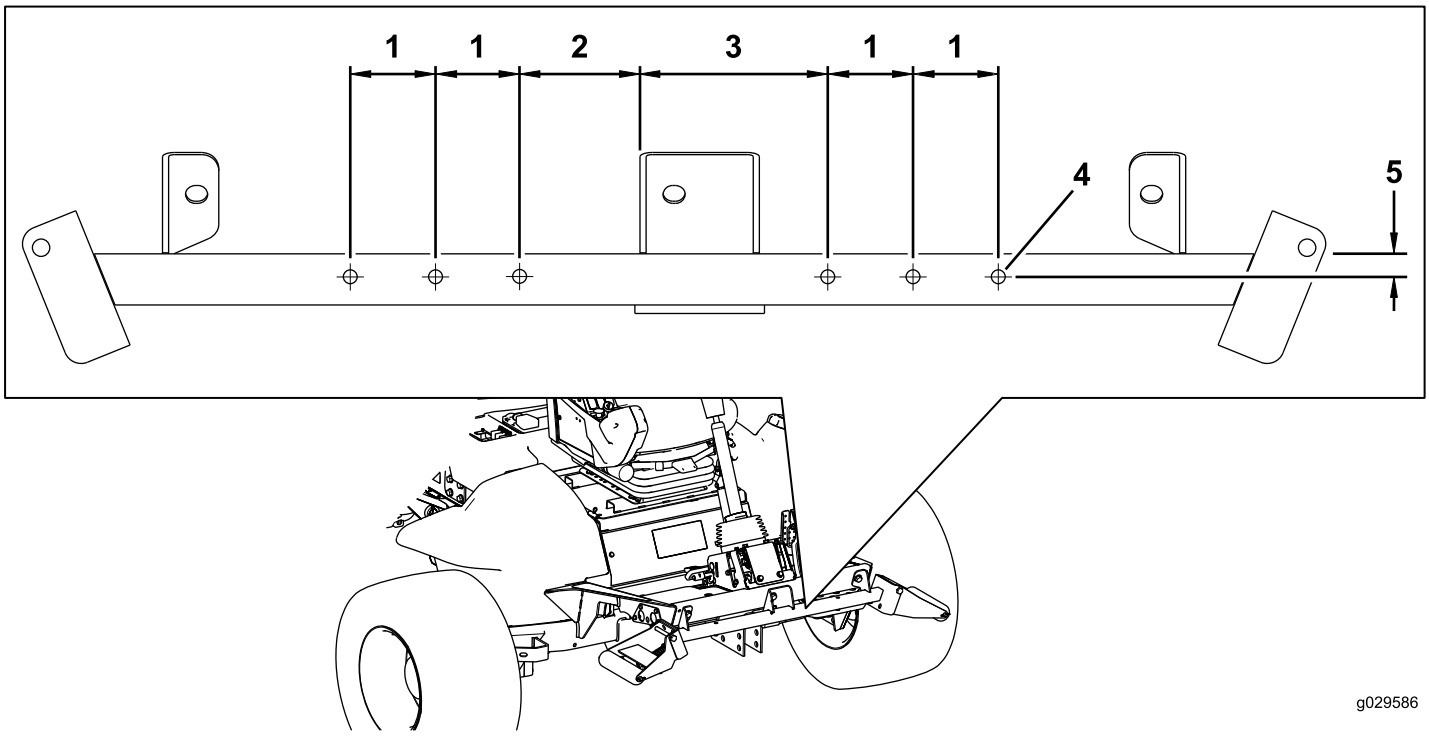

Figur 3
4. Brug de mål, der er vist i (Figur 3), til at finde og bore 6 huller på 1 cm i diameter gennem begge vægge på rullens støtterør.